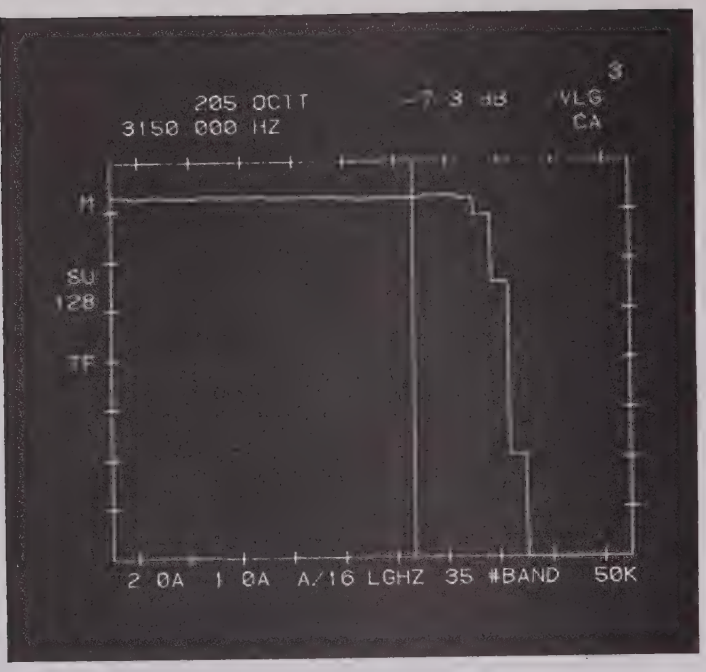

FIGURE O-11
c. Figure O-11 is the Transfer Function in Octave (Octave Transfer Function Magnitude - Definition 5).